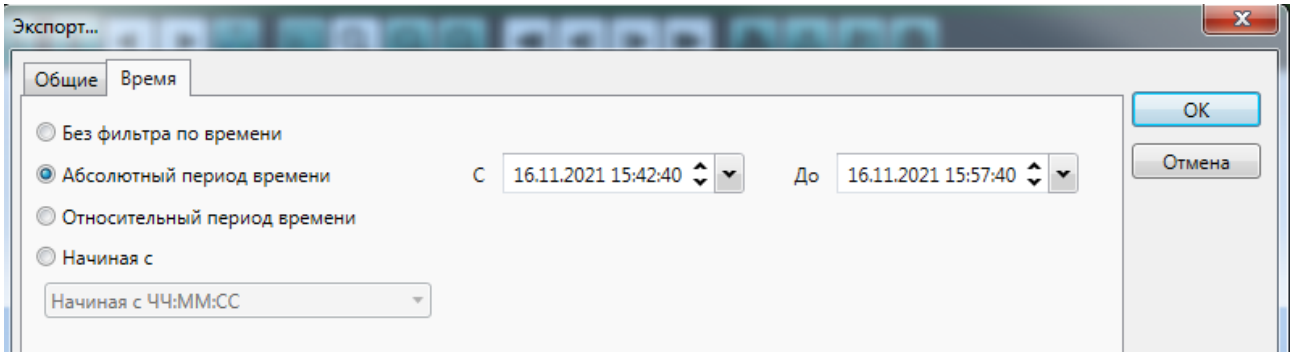

Рисунок 81 – Раздел «Время» параметров экспорта данных трендов EKRASCADA APM
– Время (рисунок 81, таблица 21).